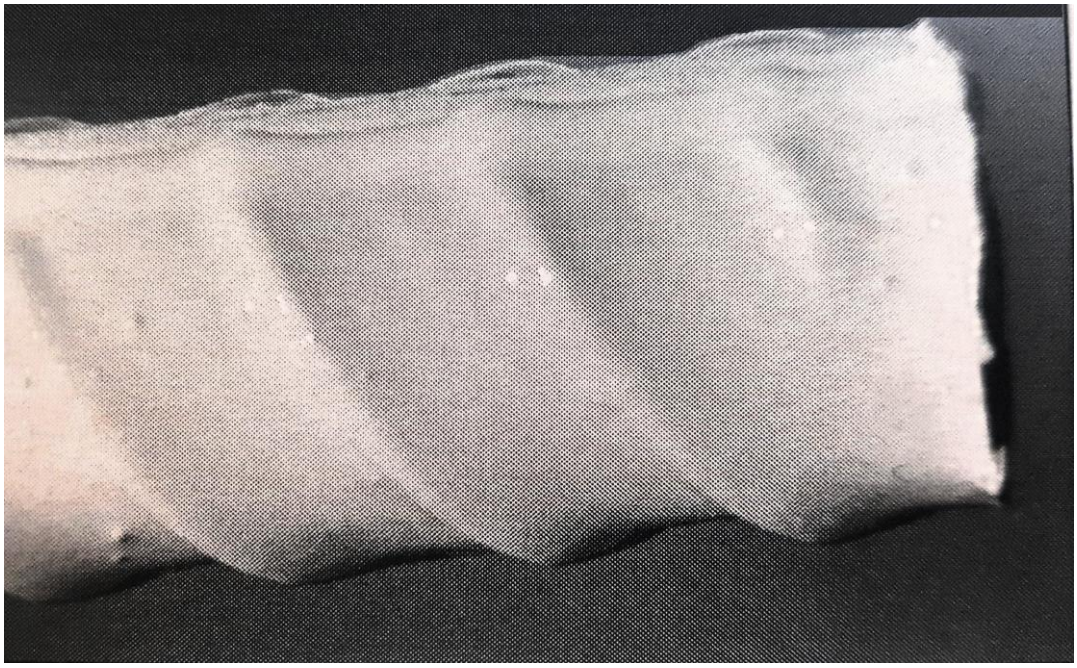

FIGURE 1
1.1 Identify the type of reinforcement steel on FIGURE 1. (1)